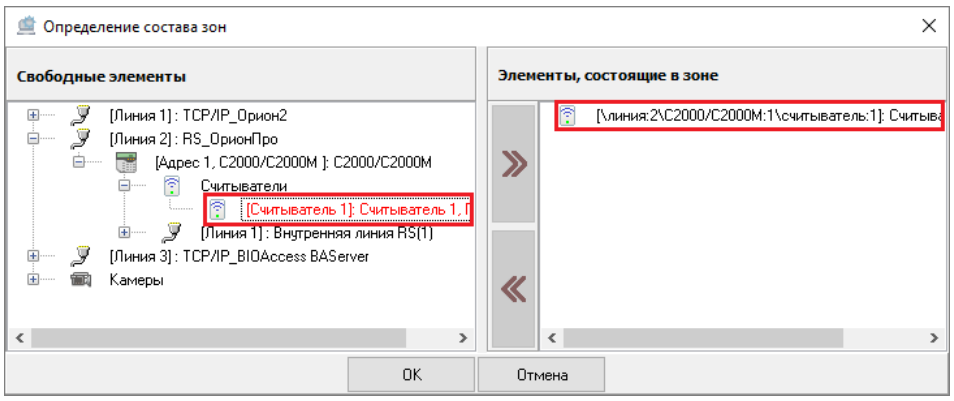

Рисунок 6-369 Выбранный объект системной зоны
- дважды кликните левой клавишей мыши по элементарному объекту системы в поле «Свободные элементы». Элементарный объект системы будет добавлен в поле «Элементы, состоящие в зоне» (см. Рисунок 6-369). Для объектов системы, имеющих дочерние элементы, такой способ добавления объектов в зону не подходит (двойной клик левой клавишей мыши по объекту, имеющему дочерние элементы, приводит в разворачиванию дочерней структуры такого объекта, если она свернута, и к сворачиванию дочерней структура, если она развернута);